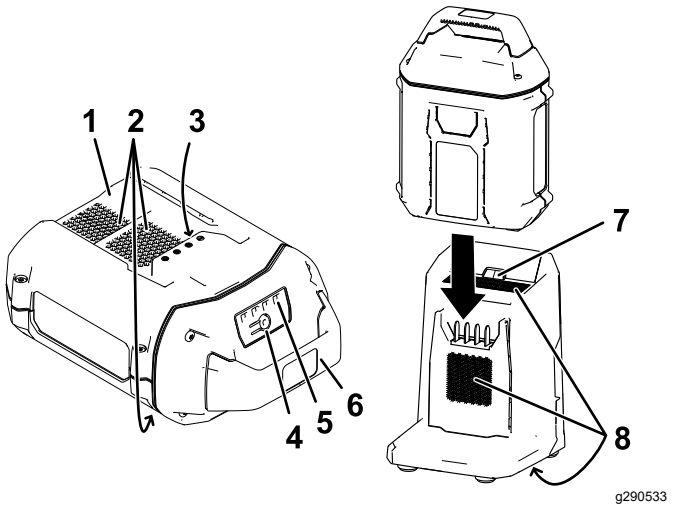

Figure 10
2. Placez le creux de la batterie (Figure 10) en face de la languette du chargeur.
3. Glissez la batterie dans le chargeur jusqu'à ce qu'elle soit complètement enclenchée (Figure 10).